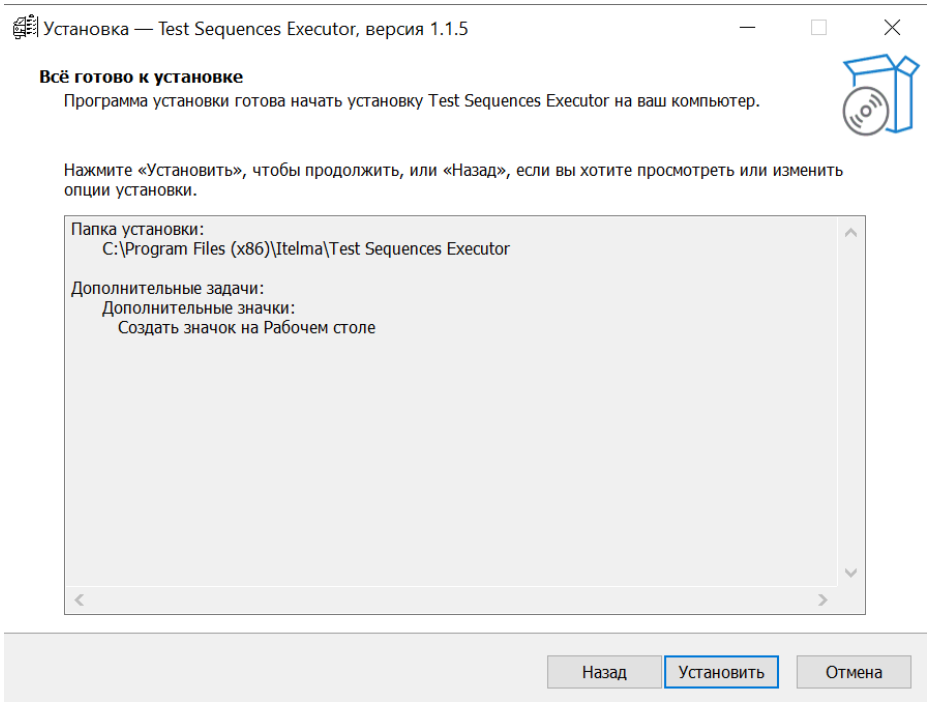

Рисунок 4.4. Окно готовности к установке.
1. Мастер покажет сводку выбранных параметров (Рисунок 4.4). Для начала копирования файлов нажмите кнопку **«Установить»**.